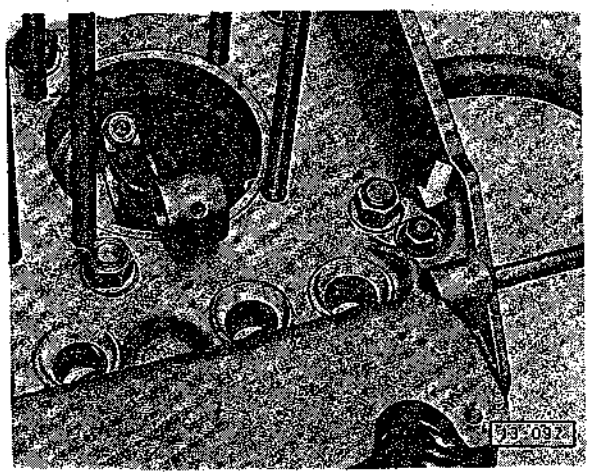

Fig. 12 Assemblage des demis-carters
2) Au cours de l'assemblage des demi-carters, serrer obligatoirement tout d'abord l'écrou M 8 placé à côté du goujon fileté M 12 du palier n° 1 du vilebrequin (fig. 12). Il est ensuite possible de serrer les écrous M 12. Serrer ensuite tous les autres écrous M 8.